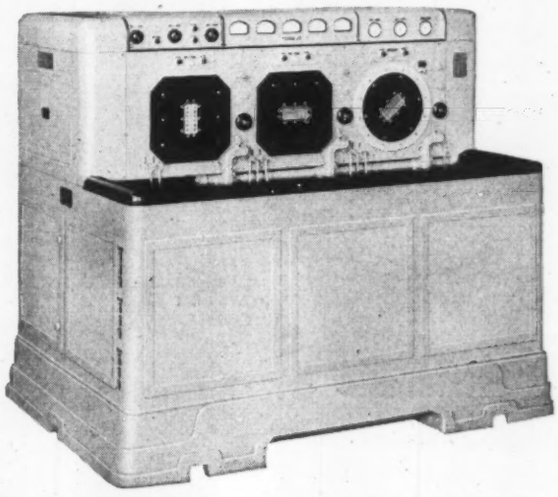
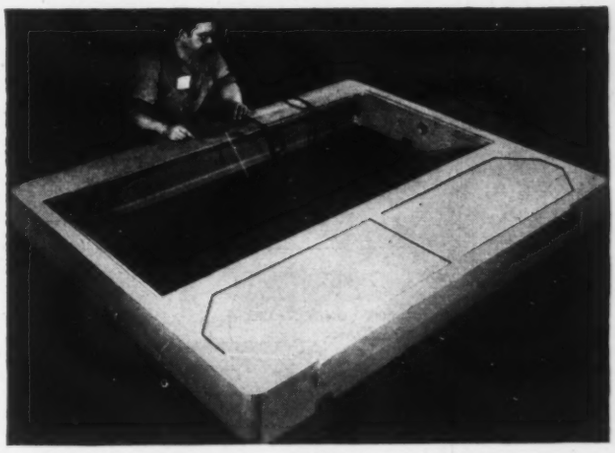

Fig. 1. Completed TOCCO Induction Heating Machine with former base.
Fig. 2. The new welded steel base for 150 KW machine shown in Fig. 1.
2. In the manufacture of our standard TOCCO machines of all sizes and types, we use welded design for many parts to provide maximum rigidity and strength, lighter weight and lower cost. It also enables us to continually improve these parts because we are not restricted by patterns. The cabinet frame of the 150 KW TOCCO unit shown in Fig. 1 is an example of the larger welded steel parts which we have used for some time.
Recently we have also changed the base of the machine shown in Fig. 1 from cast iron to welded steel. The cast iron base weighed 3175 lbs. compared to 1180 lbs. for the welded steel base shown in Fig. 2. It was necessary to machine the top of the cast base to secure level mounting for the motor generator set. The welded base is sufficiently level as fabricated and requires no machining, thus providing further saving.